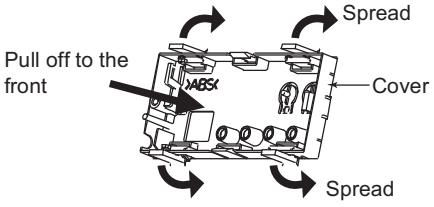

Fig. 8-10
(1) While spreading the tabs of the cover, pull it out from the panel to the front. (Fig. 8-10)
(2) Pass the lead wire through the panel and install the receiver in the hole in the panel.